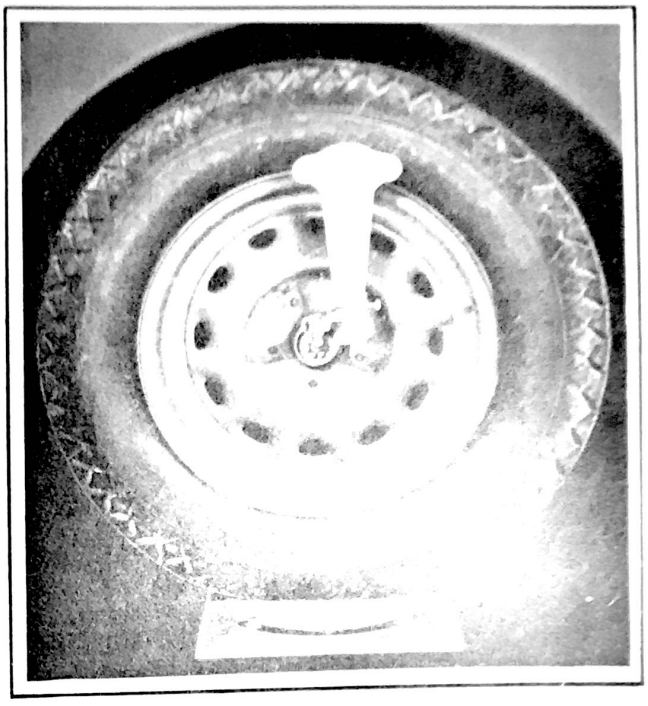

Figure 306 - Jiffy Gauge and Turn Plate in Starting Position
3. Remove left hand spindle nut and washer and install jiffy caster and camber gauge as shown in Fig. 306, so that level bubble is between gauge lines when pointer is set at zero.
1. Turn the wheels back to the straight ahead position and reset the jiffy gauge as in paragraph 3, see Fig. 306 and 307.